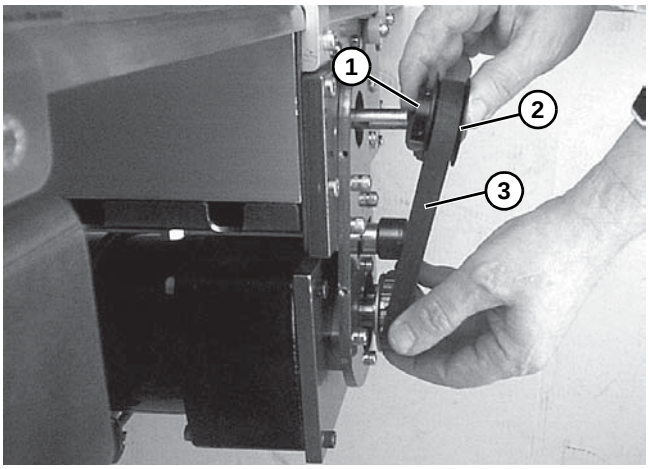

Figure 24
If the timing belt does not slide over the pulley flange, loosen the driven pulley set screws ***(Figure 24, item 1)*** *and remove the pulley* ***(Figure 24, item 2)*** *with the belt* ***(Figure 24, item 3)****.*